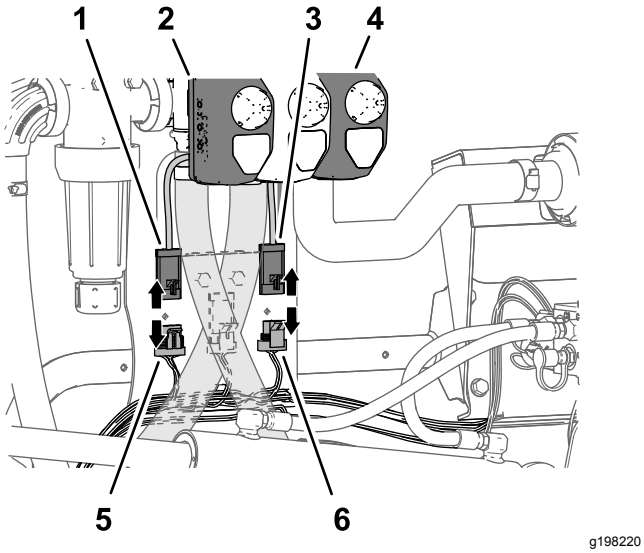

Figuur 30
2. Koppel de connector met 4 contacten van de machinekabelboom met aanduiding RATE VALVE (dosisklep) af van de stekker met 4 pinnen van de dosisklepactuator (Figuur 30).
3. Koppel de connector met 3 contacten van de machinekabelboom met aanduiding MASTER SPRAY VALVE (hoofdspuitklep) af van de stekker met 3 pinnen van de actuator van de hoofdspuitklep (Figuur 30).